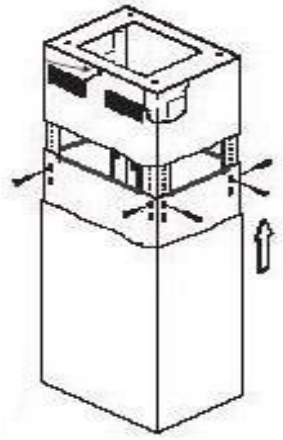

Figure 4
7. Slide the lower chimney cover around the lower support frame and around the upper chimney cover. Have second person to hold it in position (see Figure 4).